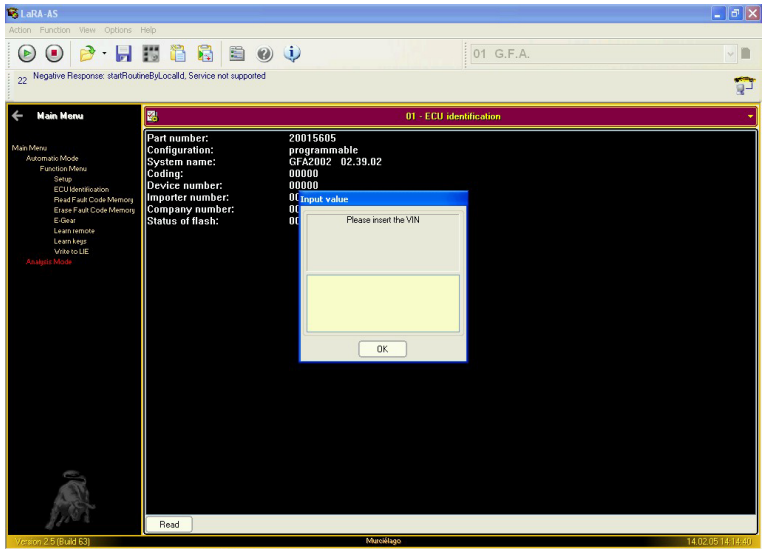

Fig.18
- Enter the vehicle code on the screen **(Fig.18).**